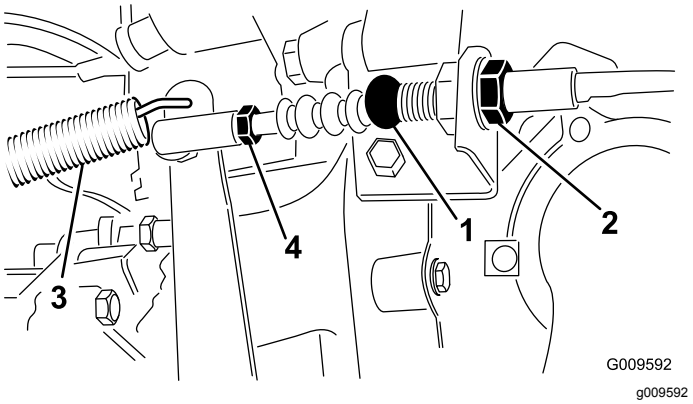

**Rysunek 70**
1. Odkręć przeciwnakrętki mocujące linkę sprzęgła do wspornika na obudowie w kształcie dzwonu (Rysunek 70).